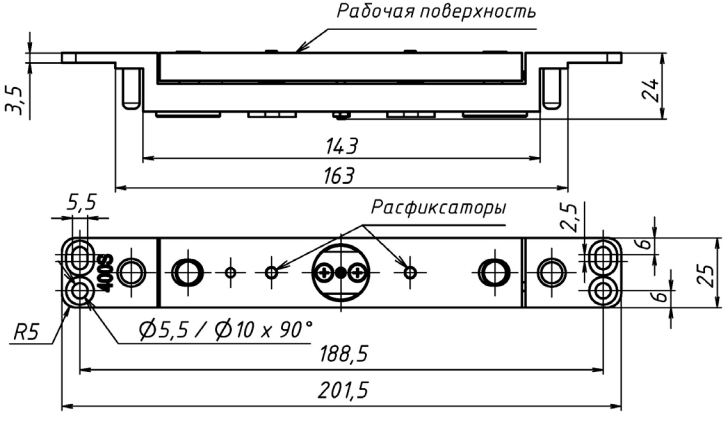

Рисунок 6 - Якорная часть замка ALM-400S
11.2 Рекомендуется периодически (не реже одного раза в шесть месяцев) проводить проверку надежности срабатывания замка и регулировку величины зазоров, а также проверять разблокировку замка при срабатывании расфиксаторов, расположенных в якоре (рисунок 6). При нажатии на толкатель расфиксатора он должен утапливаться в тело якоря и свободно возвращаться в исходное положение.